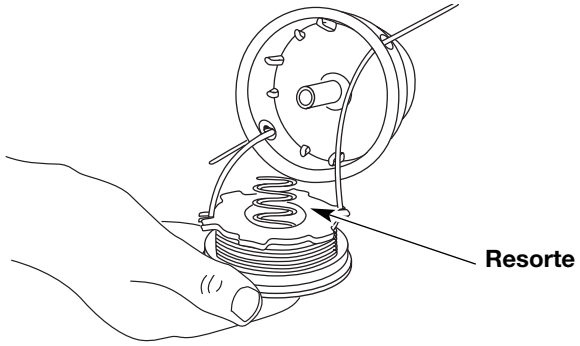

Fig. 20
13. Inserte los extremos de la línea a través de los ojalillos de la bobina exterior y coloque el carrete interior con el resorte dentro de la bobina exterior (Fig. 20). Empuje el carrete interior y la bobina exterior entre sí. Mientras sostiene el carrete interior y la bobina exterior, tome los extremos y tire con firmeza para soltar la línea de las ranuras de fijación de la bobina.
5. Inserte los extremos de la línea en los ojalillos de la bobina exterior (Fig. 20).